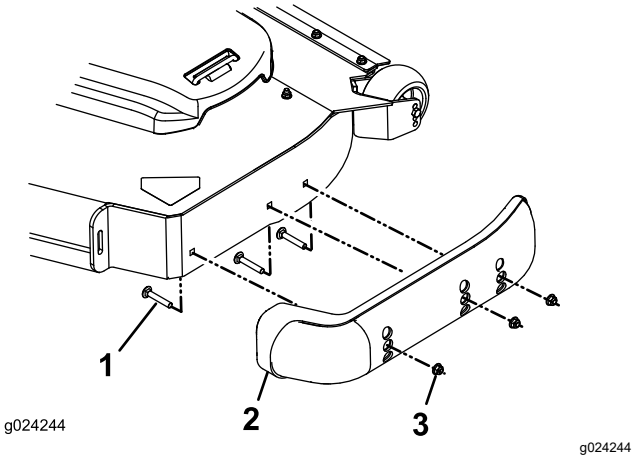

Figur 35
3. Afmonter bræddeboltene og møtrikkerne på hver glider (Figur 35).